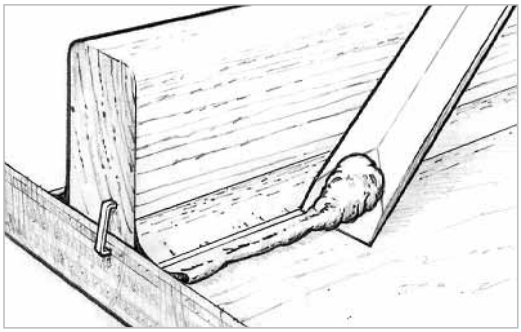

Figure 5-13 *Clean up remaining excess epoxy outside of the clean margin before it cures.*
3. Clean up the remaining excess material outside of the margin by using a sharpened mixing stick or a putty knife *(Figure 5-13)*. Fiberglass cloth or tape may be applied over the fillet area before the fillet has cured (or after the fillet is cured and sanded).